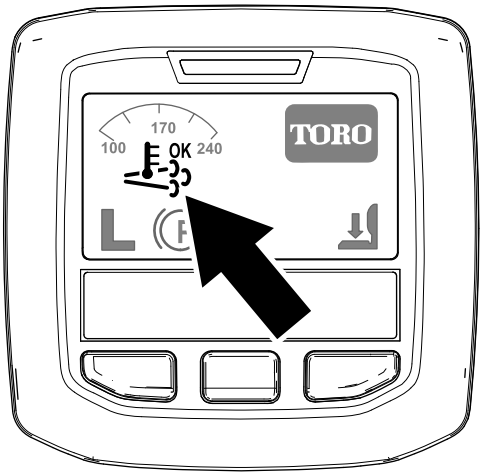

**Figur 21**
- Ikonet for assister/nulstil-regenerering vises i infocenteret (Figur 21).